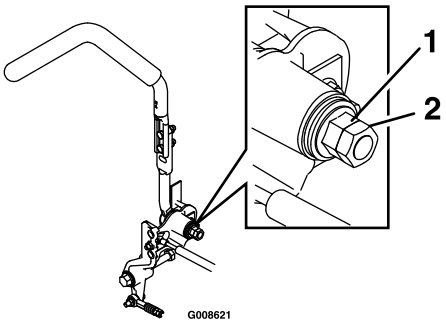

Figur 65
1. Løsn kontramøtrikken (Figur 65).